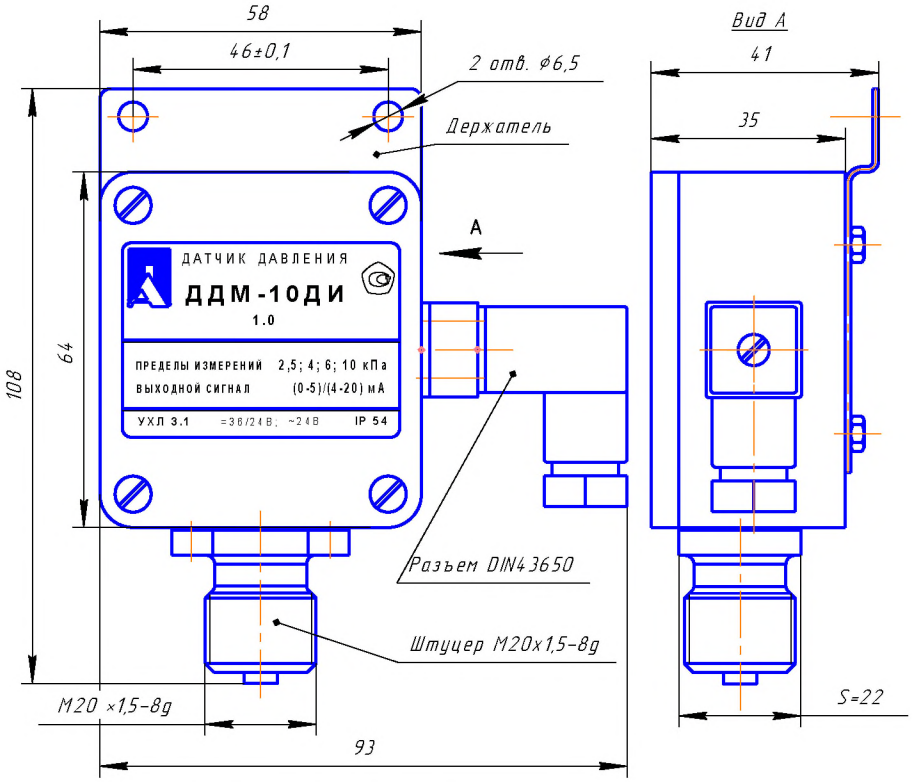

Рис.2 Общий вид датчика
5.2. Общий вид датчика показан на рис.2.